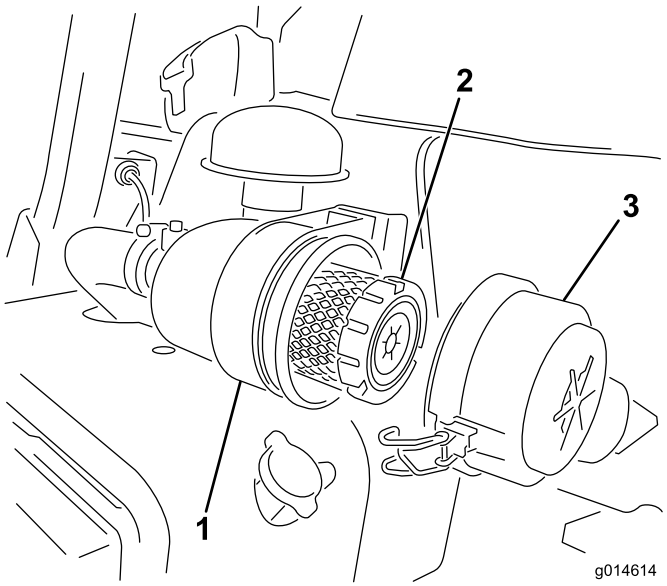

Figur 44
1. Utløs låsene som fester luftrenserdekselet til luftrenserhuset (Figur 44).
6. Fest låsene (Figur 44).